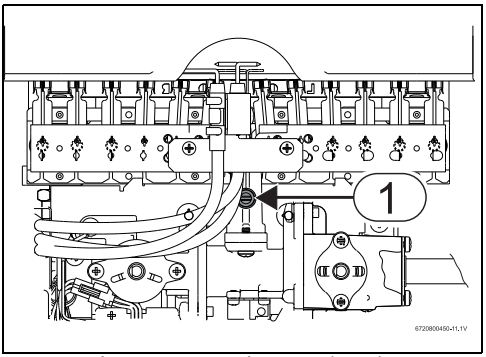

Rys. 16 Króciec pomiarowy ciśnienia na dyszach
- Poluzować śrubę uszczelniającą (rys.16, [1]).
- Podłączyć manometr do króćca pomiarowego ciśnienia na dyszach (→ rys.16, [1]).